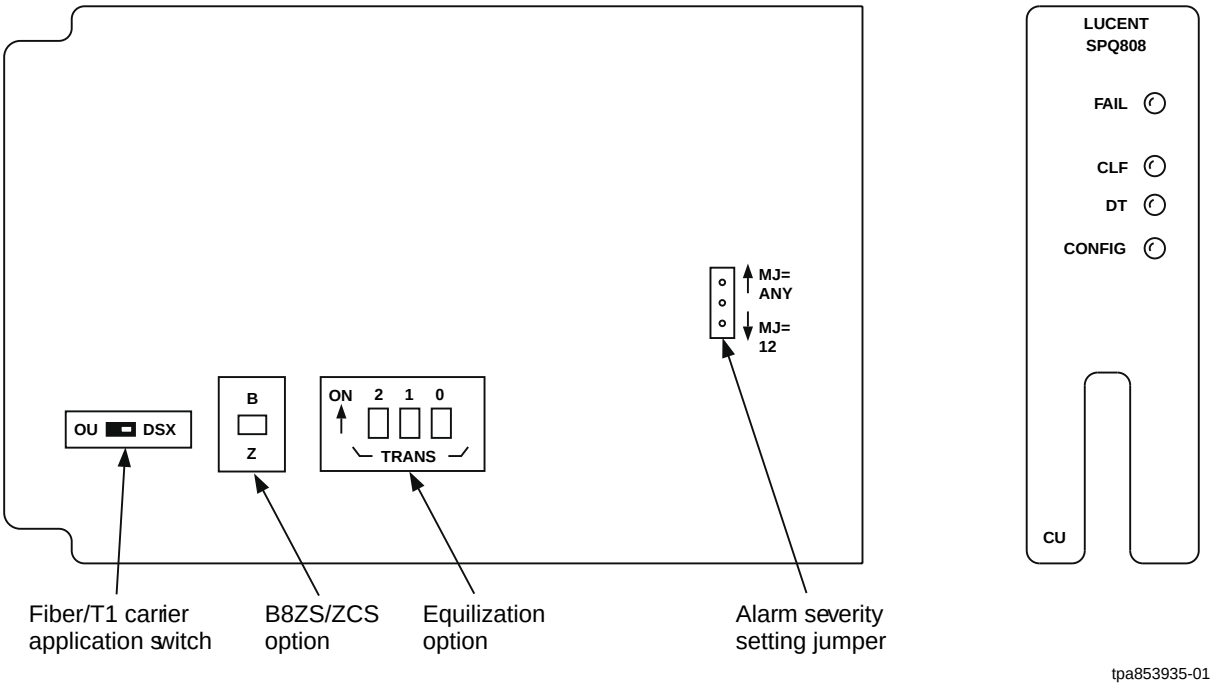

Figure 3 – *SPQ*810/811 Option Switches
Connect the test telephone to the tip (white) and ring (orange) terminals of **CU1,A** (Figure 3).
1. The ***SPQ*810/811** DT Server (Figure 3) is being connected to a NBS.